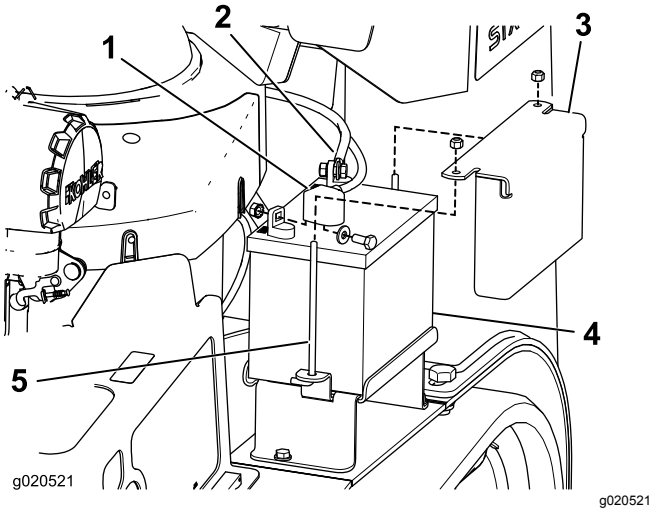

Figur 43
3. Lyft av gummikåpan från minuskabeln. Lossa batteriets minuskabel från batteriets minuspol (–) (Figur 43).
4. Skjut av den röda anslutningsskon från batteriets pluspol (röd). Lossa sedan batteriets pluskabel (röd) (Figur 43).
5. Ta bort batterilåsfästet, j-skruvarna och låsmuttrarna som fäster batteriet (Figur 43) och ta bort batteriet.